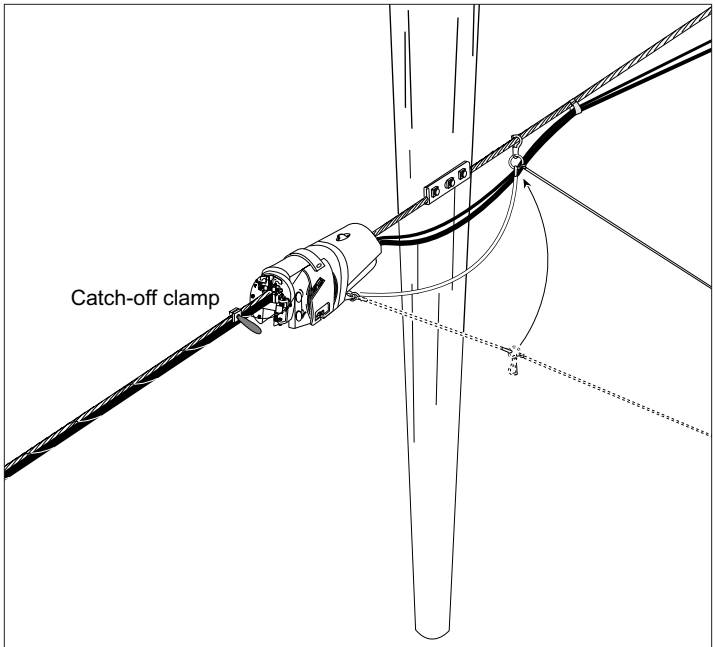

Figure 14 - Transferring a lasher around a pole
4.33 Provide a safety catch to prevent cable guides and other equipment from being dropped during a transfer by detaching the pulling line, feeding it over the next span, and reattaching it to the equipment. With a lasher, one end of the lasher bridle can be unsnapped and wrapped around the next section of strand before reattaching it to the lasher (Figure 14).